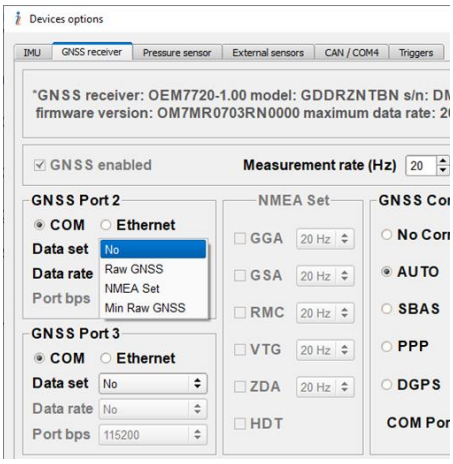
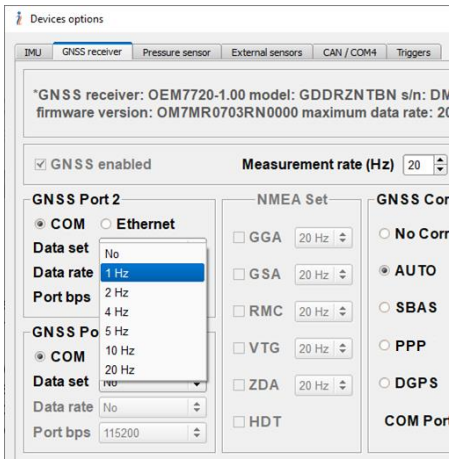

**Fig. 4.5.**
**Fig. 4.6.**
- **Data set** – allows choice of the desirable set of GNSS receiver data for output through port 2. In the drop-down list, the user can choose GNSS raw data (full or minimal set) or NMEA set output (see Fig. 4.5). When “No” is selected, no GNSS data are output. Default setting is “No”.
- **Data rate** – sets the frequency of raw GNSS data output through port 2. When Data set is set to “Raw GNSS” or “Min Raw GNSS” (see Fig. 4.5), the user can choose the frequency of data output in the Data rate drop-down list (see Fig. 4.6). See section “12.1. Recording of Raw GNSS Data” for more details.